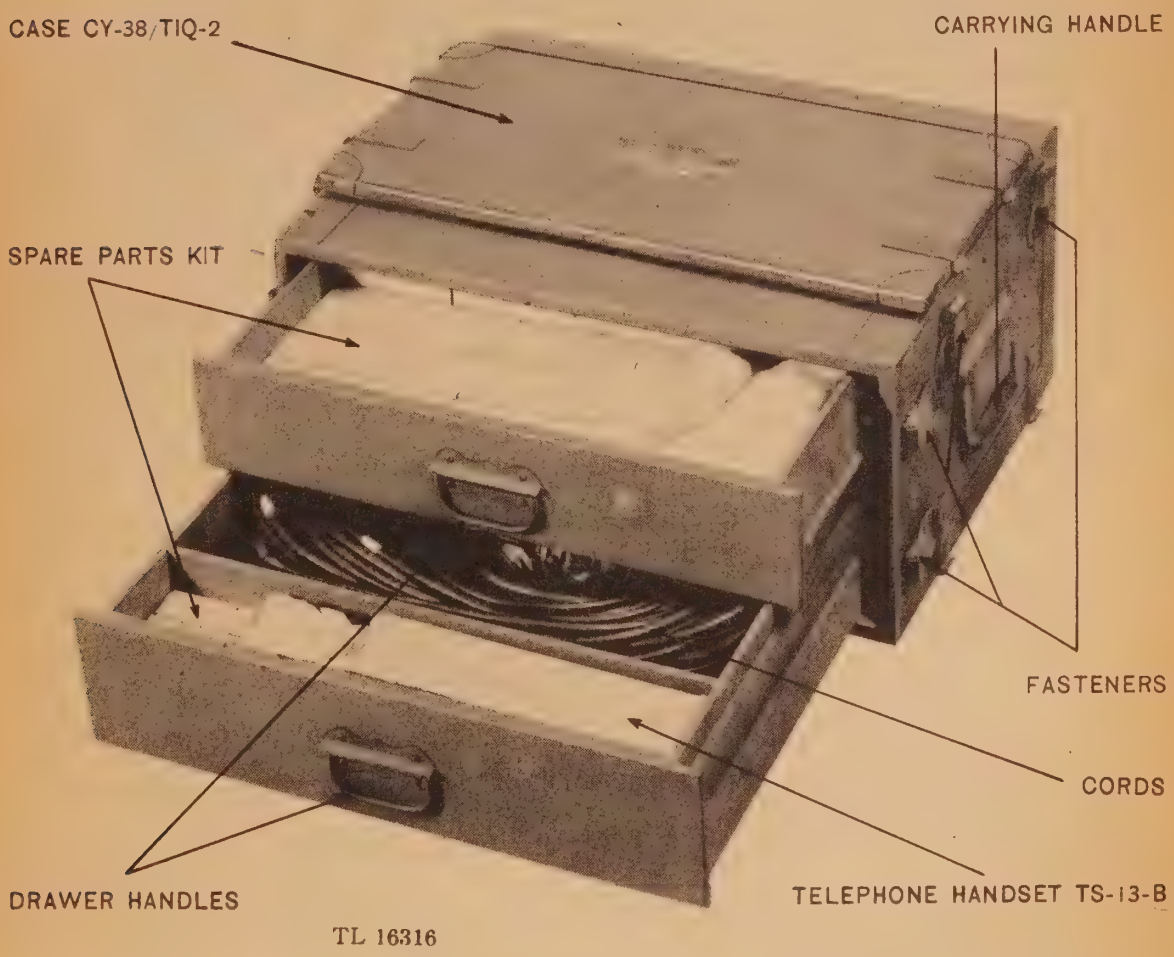

Figure 4. Spare parts Case CY–38/TIQ–2.
c. SPARE PARTS Case CY–38/TIQ–2 (fig. 4). This case is identical in general design with the cases housing the control unit and the amplifier unit, except that it is marked SPARE PARTS, and contains two drawers. These two drawers are used to store the cable assemblies and cords used in the system, and the spare parts kit, the contents of which is listed in the list of components.
d. Remove the front cover from Case CY–38/TIQ–2 marked SPARE PARTS by loosening the four catch fasteners securing this cover, and set up the case in the location selected (fig. 4).